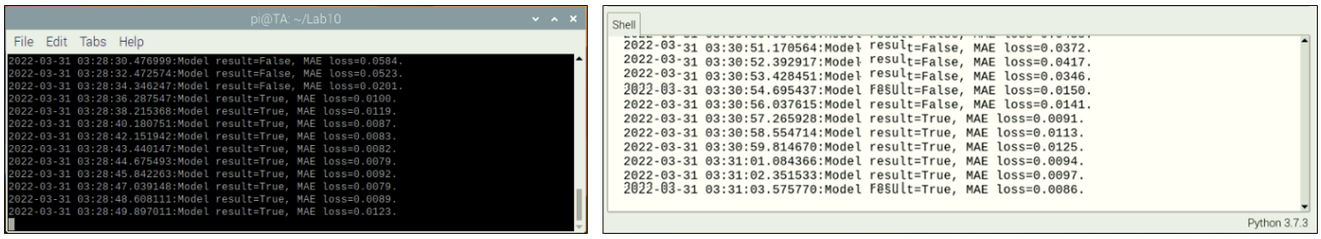

Figure 5 The result of the ML model by Task 2.1: 'Terminal' (left) and 'Thonny' (right)
2. Run the modified code, capture 'Terminal' or 'Thonny Shell' as Figure 5 and then attach it to the report.